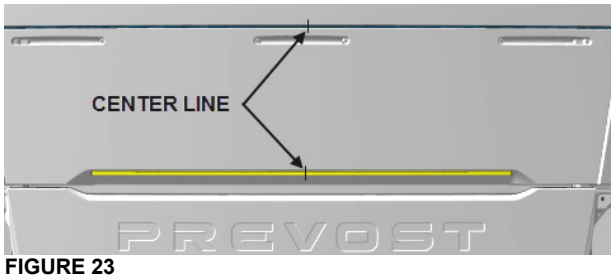

FIGURE 23
3. To ease the drip edge installation, draw reference lines indicating the center of the rear end to make sure that the drip edges will be installed perfectly centered (**FIGURE 23**). You may use the center high mounted stop light as reference to find the center of the rear end.